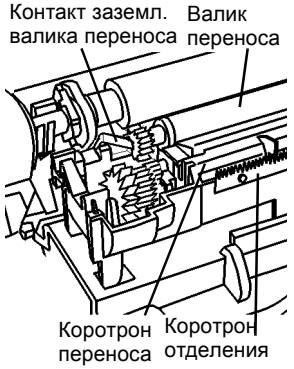

Рисунок 1 Коротрон переноса/отделения
2. Хлопчатобумажным тампоном, смоченным растрорителем пленки или растворителем общего назначения, протрите проволоку коротрона (Рисунок 1).
3. Проверьте, что контакт заземления валика переноса (Рисунок 1) прижат к оси валика переноса.